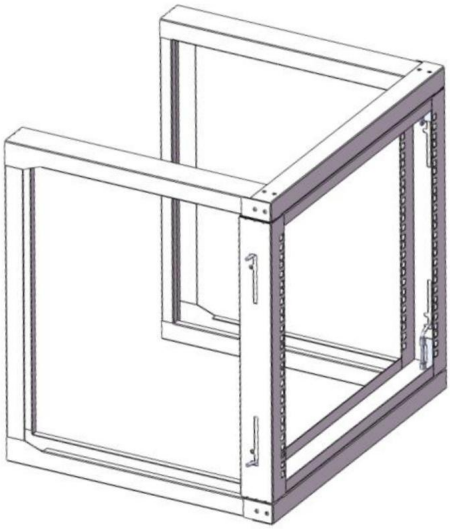

Figure 5
5. Procédez de la même manière qu'à l'étape 4. Verrouillez un à un les deux loquets de porte (3) situés du côté gauche du bloc de porte sur le cadre. Assurez-vous que le bloc de porte est bien fixé. Voir figure 5.